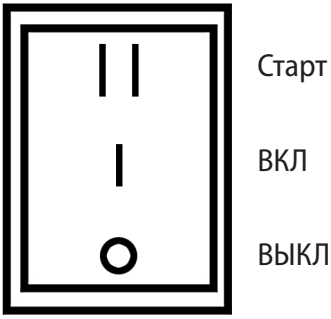

*Рисунок 10*
• Если ваша мотопомпа снабжена электростартером, то кнопка включения зажигания имеет второе положением – «СТАРТ», для запуска необходимо нажать на кнопку и дождаться запуска двигателя (рисунок 10).